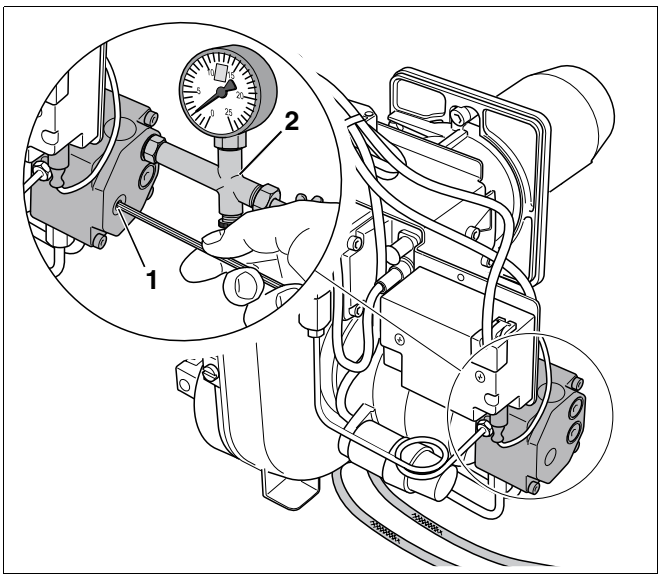

Рис. 9 Регулировка содержания CO_2 (регулировка давления топлива)
При незначительном повороте регулировочного винта (рис. 9, **поз. 1**) меняется давление топливного насоса, а также содержание CO_2.
- Ввернуть манометр давления топлива (рис. 9, **поз. 2**) на соответствующее место подключения на топливном насосе (маркировка "P").